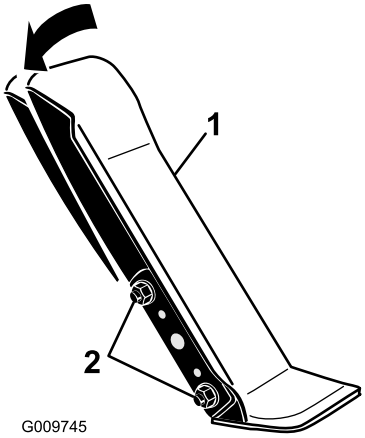

Figur 60
1. Lossa de två skruvarna och muttrarna som fäster gaspedalens vänstra sida vid fästet (Figur 60).
2. Justera pedalen till önskad funktionsvinkel och dra åt muttrarna (Figur 60).